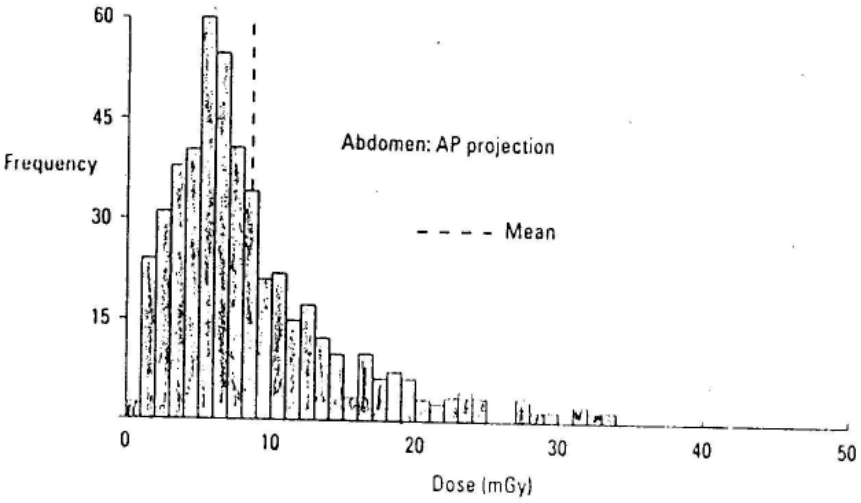

Fig. 6.8 - Histogram of the entrance surface dose per radiograph
- It's up to **100% higher in some radiology departments than in others**. (Fig. 6.8)